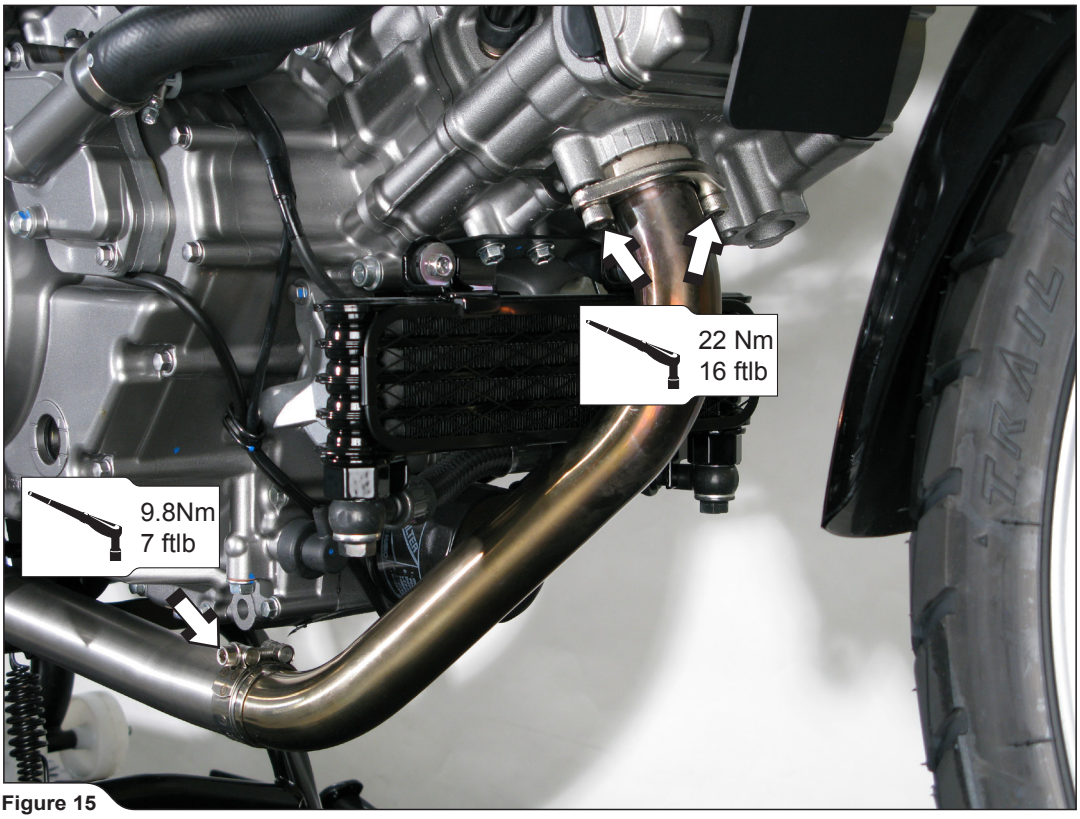

Figure 15
6. Tighten the front header flange and both metal clamps to a specified torques **(Figure 15, 16).**